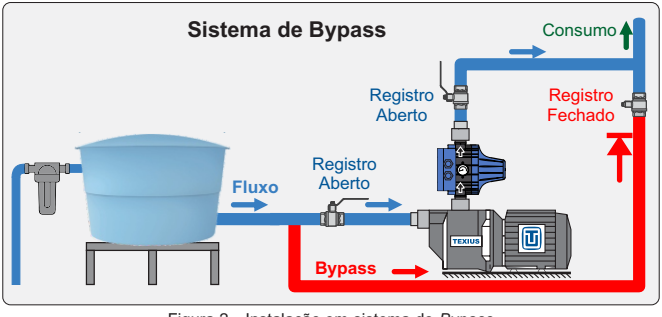

Figura 2 - Instalação em sistema de *Bypass*
7.9 Instalar o pressurizador em sistema de *bypass* conforme mostrado na figura 2. Os registros localizados na sucção e recalque da bomba devem ficar sempre abertos e o registro do *bypass* deve ficar sempre fechado. Se essas condições não forem atendidas, o pressurizador não irá desligar, pois a água ficará recirculando pelo *bypass.*